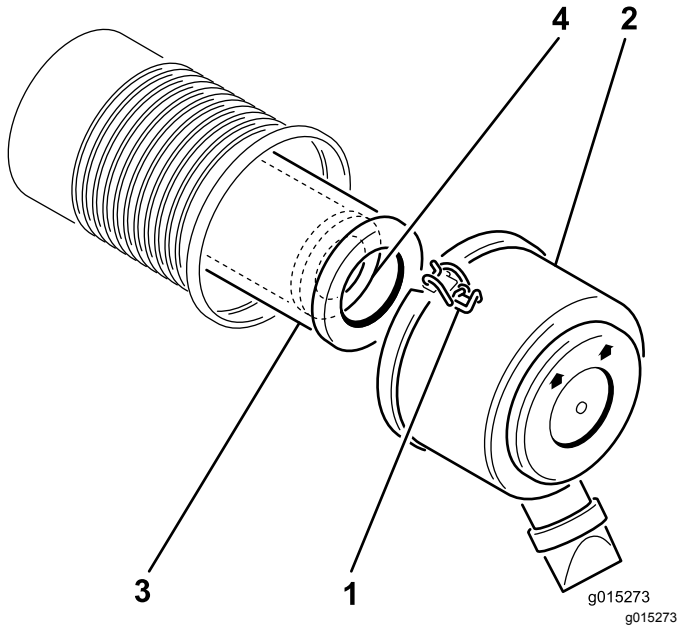

Figuur 14
2. Maak de sluitingen los waarmee het deksel van het luchtfilter is bevestigd aan de luchtfilterbehuizing. Verwijder het deksel van de luchtfilterbehuizing (Figuur 14).
4. Schuif het voorfilter voorzichtig uit de luchtfilterbehuizing (Figuur 14).
2. Als u het veiligheidsfilter vervangt, moet u dit voorzichtig in de filterbehuizing schuiven (Figuur 14).
3. Schuif het voorfilter op het veiligheidsfilter (Figuur 14).
5. Monteer het luchtfilterdeksel met de kant met het opschrift up naar boven gericht en maak de sluitingen vast (Figuur 14).